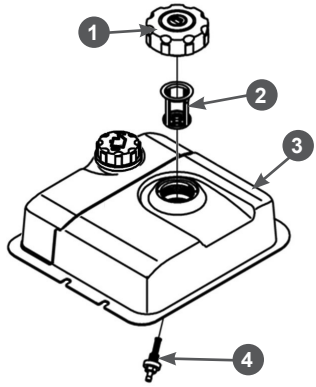

**Рис. 39 Топливные фильтры**
В топливном баке установлены два сетчатых топливных фильтра. Один фильтр устанавливается в заливной горловине топливного бака. Второй фильтр конструктивно объединен со штуцером топливного бака и установлен внутри бака (Рис. 39).
Через каждые 300 часов работы рекомендуется производить очистку топливного бака от грязи и конденсата. Одновременно с очисткой топливного бака рекомендуется проверять и очищать фильтр 4, установленный внутри бака (Рис. 39). Наличие воды и грязи в баке и чистоту фильтра 4 можно проверить визуально через заправочную горловину топливного бака.
3. Выкрутите из топливного бака выходной штуцер 4 и произведите его очистку (Рис. 39). Внимательно осмотрите сетчатый фильтр. При обнаружении механических повреждений замените штуцер топливного бака.